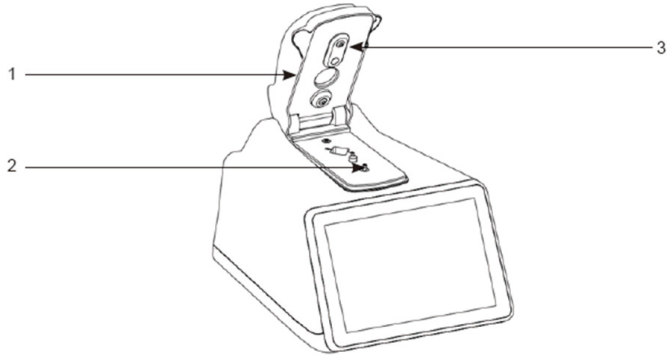

FIG.36
(1) Lift the upper arm (as in FIG.36-1), add the blank solution to the test base (as in FIG.36-